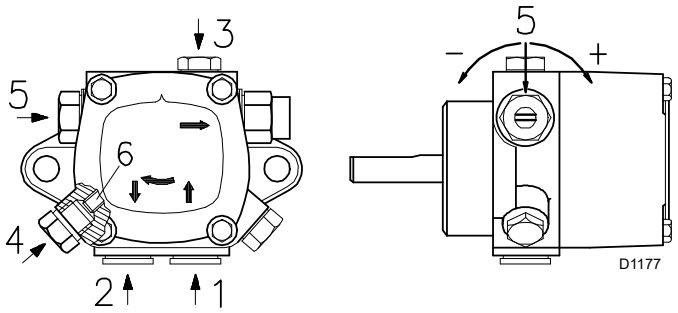
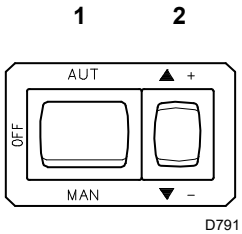

Fig. 26
Fig. 27
Légende (Fig. 26)
- ➤ Pour que la pompe (Fig. 26) puisse s'auto-amorcer, il est indispensable de desserrer la vis 3)(Fig. 26) de la pompe pour vider l'air contenu dans le tube d'aspiration.
- ➤ Démarrer le brûleur en fermant les dispositifs de contrôle, avec l'interrupteur 1)(Fig. 27) dans la position « MAN » et avec l'interrupteur 10)(Fig. 7) dans la position « HUILE ».
- ➤ Quand le fioul ressort par la vis 3)(Fig. 26) la pompe est amorcée. Arrêter le brûleur : interrupteur 1)(Fig. 27) en position «ÉTEINT » et visser la vis 3)(Fig. 26).